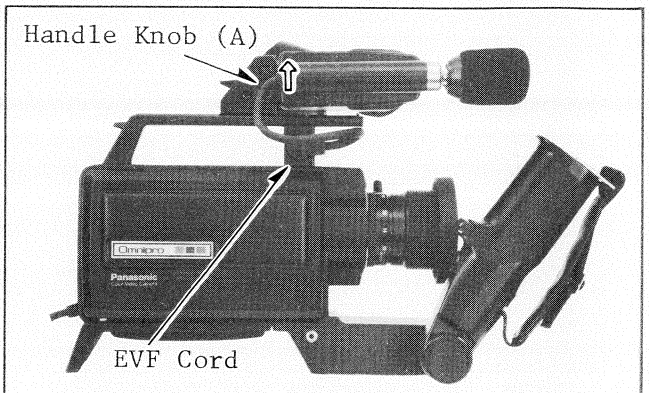

Fig. 1 Left Side View
Turn the handle knob (A), then, pull out the EVF cord and remove the EVF unit (see Fig. 1).